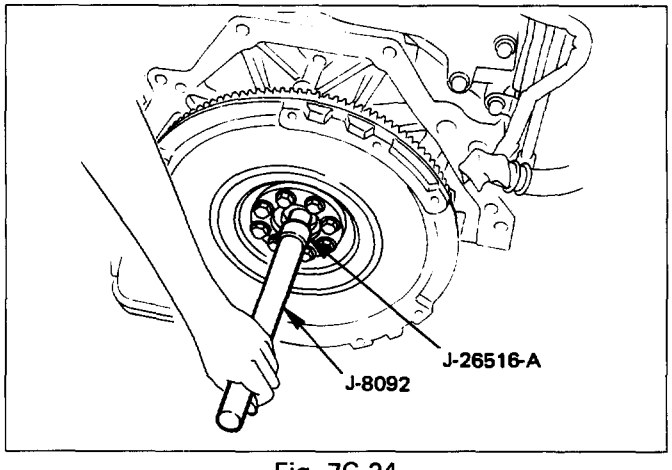

Fig. 7C-24
- **Bolts: flywheel fixing (Fig. 7C-25)**